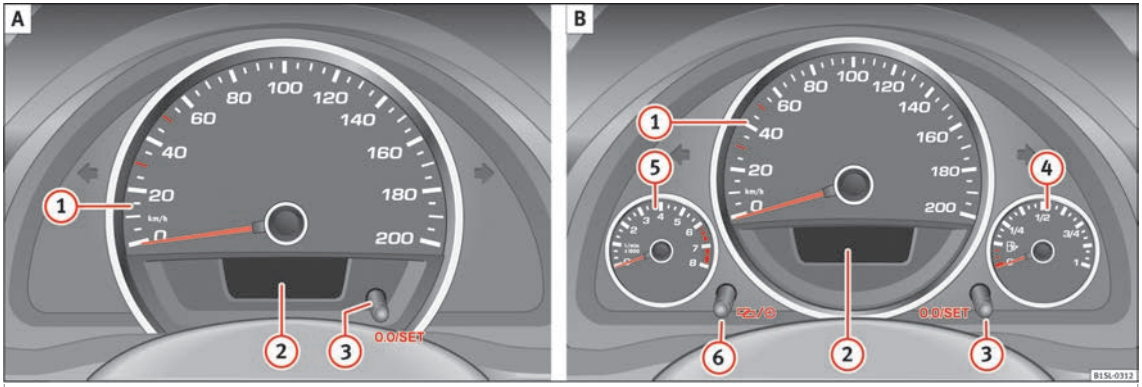

Fig. 95 Instrument panel, on dash panel: variant 1 (A) and variant 2 (B).
Details of the instruments ››› **Fig. 95**:
A variety of information can be viewed on the instrument panel display ››› Fig. 95 (2), depending on the vehicle equipment:
The inspection message appears on the instrument panel display ››› Fig. 95 ②.